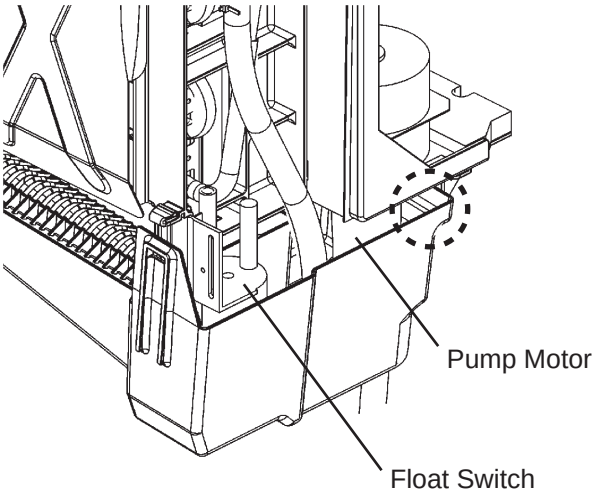

Fig. 17
4) When the snaps are unhooked from the square holes, the rear part of the water tank (dotted circle in Fig. 17) is also unhooked. Hold the water tank with both hands.